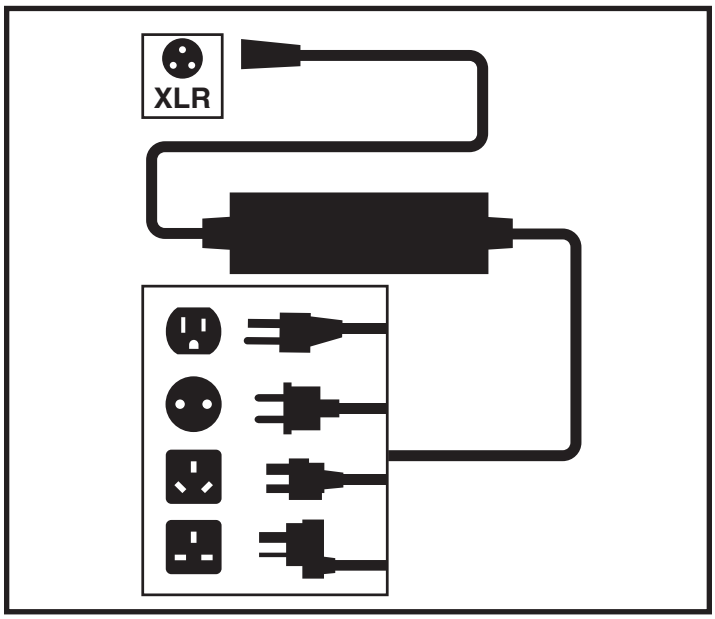

Figure 14. Battery Charging
3. Plug the off-board charger into the off-board charger/programming socket on the controller. **See figure 14.**